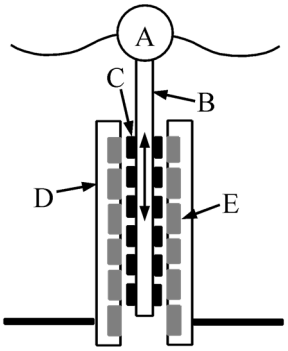

Figuur 2 - 1 – Schema voor een verticale dwarsdoorsnede van een golfgenerator: bewegende boei (A), translator (B), magneet (C), stator (D), spoel (E).
Het magnetisch veld van een cilindrische staafmagneet van het neodymium type is heel sterk bij de polen (uiteinden van de cilinder) en neemt snel af met de afstand. Als we zo'n magneet op en neer bewegen, volgens de richting van zijn as, door het oppervlak van een geleidende lus, zullen de veranderingen van het magnetisch veld in de buurt van de lus elektrische stroom opwekken in de lus. De stroomsterkte is groter als de magneet snel beweegt door een korte spoel. Met een opstelling van spoelen en magneten kan nog meer elektrische energie opgewekt worden! In dit soort generator zijn er twee belangrijke structuren (zie figuur 2 – 1): de buisvormige "stator" en de "translator". De stator bestaat uit een vaste rij spoelen, waarin een set van permanente magneten op en neer bewegen met de translator, wanneer een zware boei, verbonden met de top van de translator, op en neer beweegt met de golven op het wateroppervlak.
Het massa-veersysteem bestaat uit een elastische veer die verticaal opgehangen wordt aan één uiteinde en een voorwerp met massa (M), bevestigd aan de veer onderaan (zie Figuur 2 – 2). De massa is in rust bij evenwicht. Door de veer verticaal uit te rekken, wordt er energie overgedragen naar het systeem. De overgedragen energie is
Figuur 2 – 2 – Apparatuur voor 2 - 1.1: statief (A) en voet (B), een paar aanwijzers voor de veer (C), haakklem (D), veer (E), plastic buisje met draadje en twee staafmagneten (M1), messing voorwerp (M2), stopwatch (F) en liniaal (G).